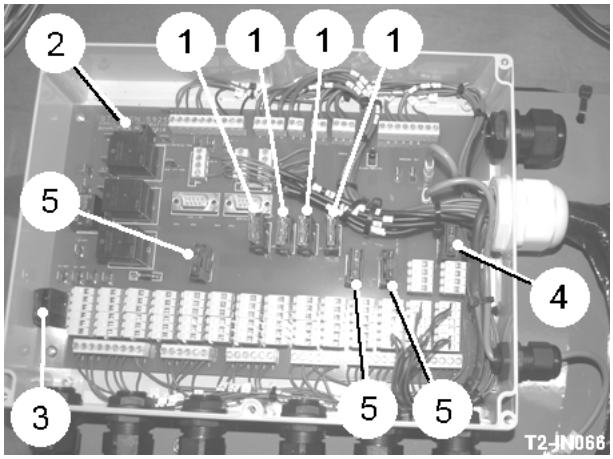

Fig 55
4x 25Amp fuses to protect the module power feeds (item 1, fig 55).
1x 25Amp fuse to protect the auxiliary feed (item 2, fig 55).
1x 2Amp fuse to protect the 10.0Volts joystick feed (item 3, fig 55).
1x 2Amp fuse to protect the 8.5Volts joystick feed (item 4, fig 55).
3x 2Amp fuses to protect the sensor power feeds (item 5, fig 55).